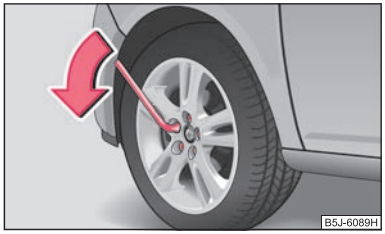

Fig. 150 : Slackening wheel bolts
- Grasp the end of the wrench and turn the bolt about **one** turn to the left ⇒ fig. 150.